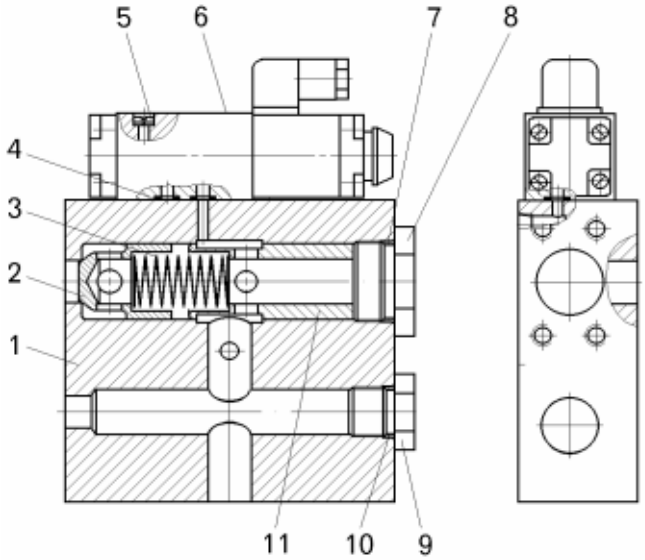

Рисунок 9.10 – Коллектор:
– вывернуть винты 5 с пружинными шайбами (рисунок 9.10);